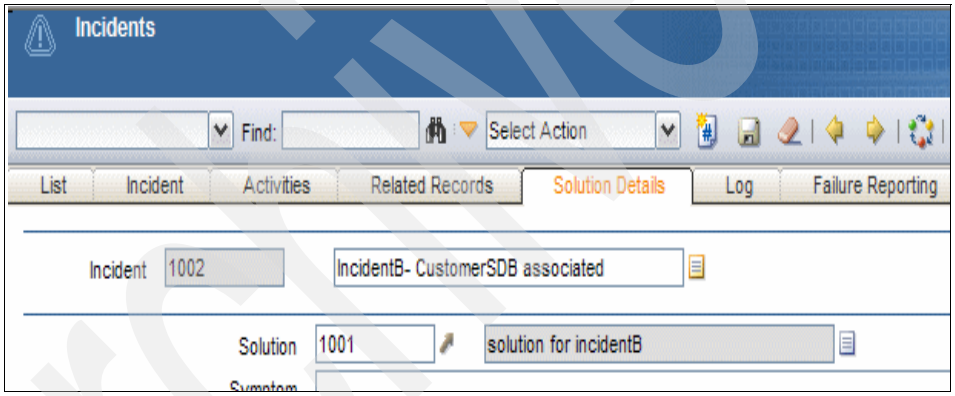

Figure 13-24 Solution applied to IncidentB
18. Click **Return with Value**. You will see that the incident has a solution already applied, as shown in Figure 13-24.